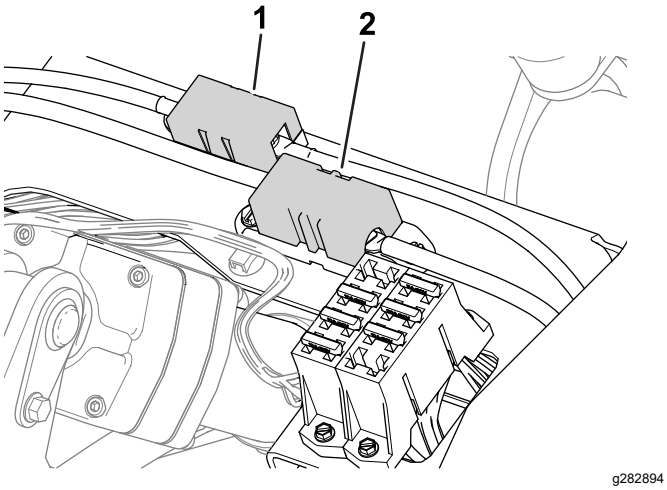

Figuur 53
- De zekeringen voor de generator (100 A) en de rechter wielmotor (60 A) bevinden zich onder de stoel (Figuur 53).